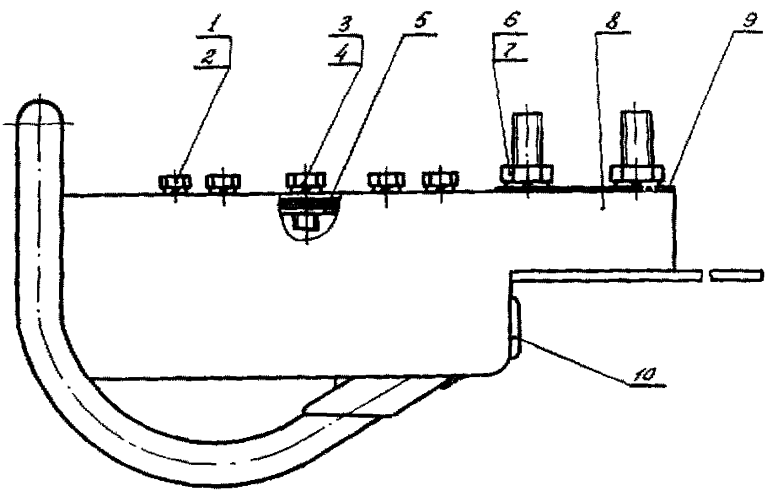

Рис.I2. Подвижный контакт с контактодержателем:
04.4. Зачистить оплавленные места на ламелях 7. При наличии на ламелях прожогов глубиной более 2 мм контакт I0 (см. рис. I2) заменить.
04.I. Вывинтить болты I, 3 (рис. I2) и вынуть контакт I0 из контактодержателя 8.
04.7. Установить контакт I0 (см. рис. I2) в контактодержатель, предварительно смазав контактные места техническим вазелином.